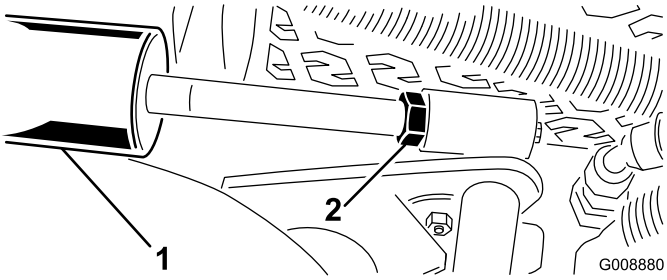

**Figur 29**
A. Sænk klippeenhederne, og drej kontramøtrikken på cylinderen tilbage (Figur 29).